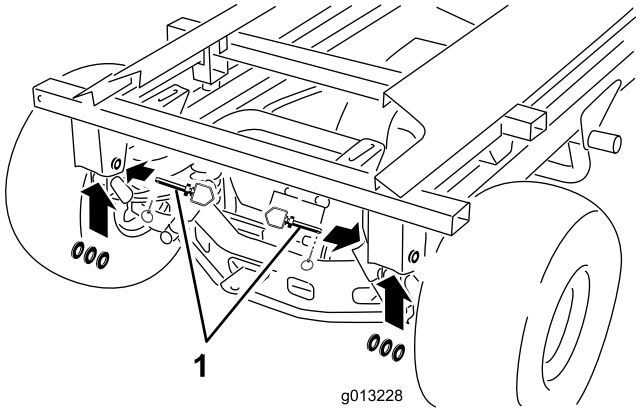

**Figur 50**
10. Fjern de bageste ringstifter, koblingstapper og skiver (Figur 50).